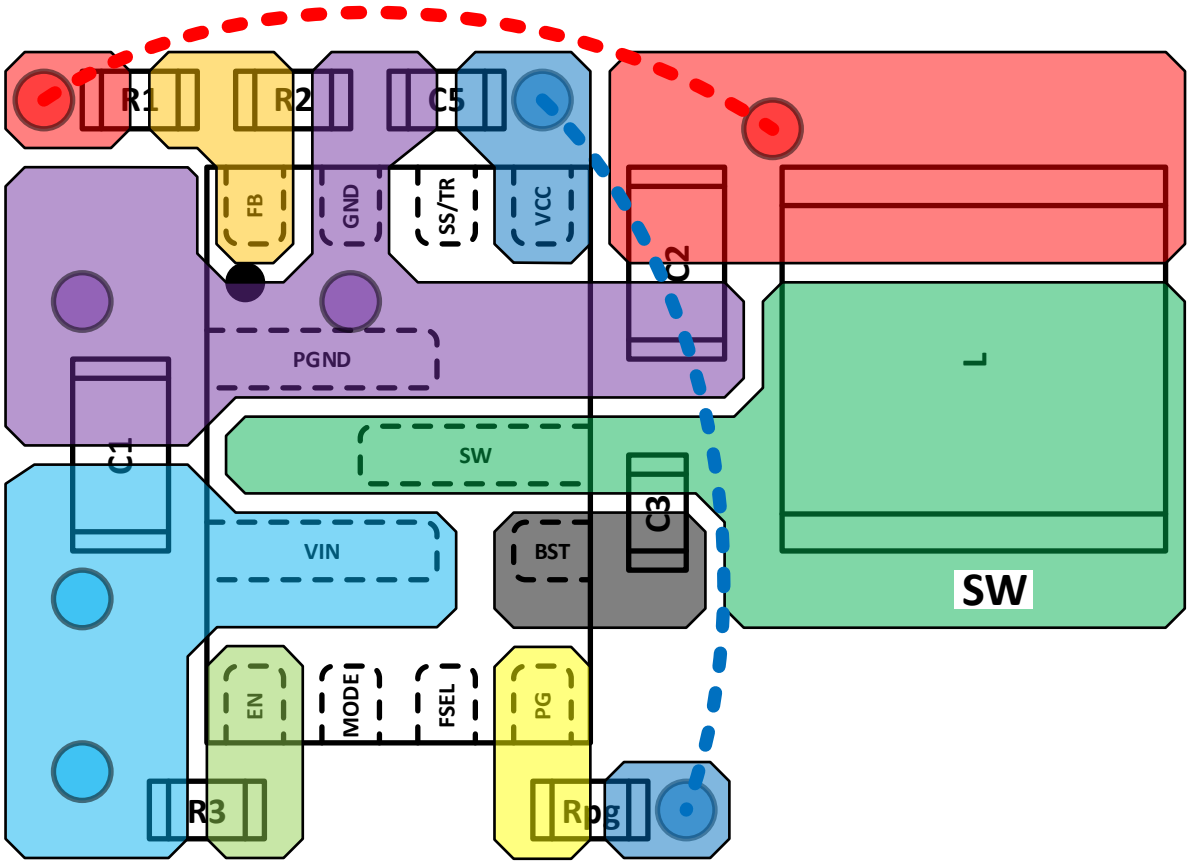

**Figure 53. Recommended PCB Layout**
9. See Figure 53 for more details.